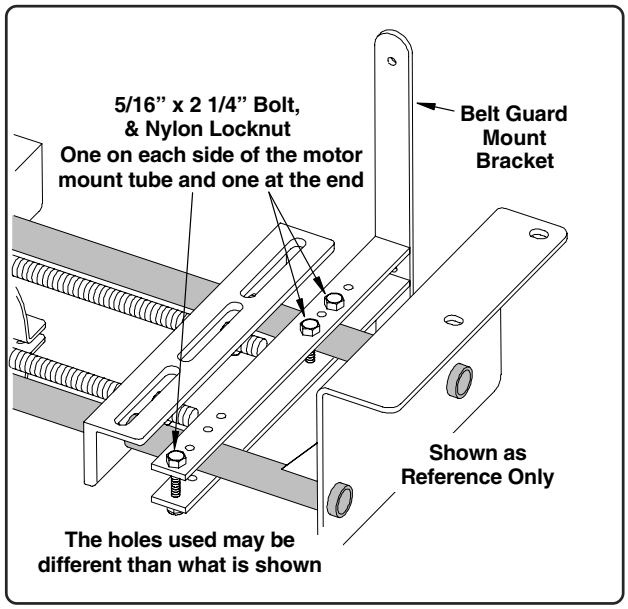

Fig. 31
9. Slide the belt guard mount bracket onto the motor mount tubes as shown on Pages 37 & 38. Attach the bracket using three (3) 5/16" x 2 1/4" bolts and nylon locknuts. Install the three bolts as shown in Fig. 31 below. **Do Not tighten bolts at this time.**